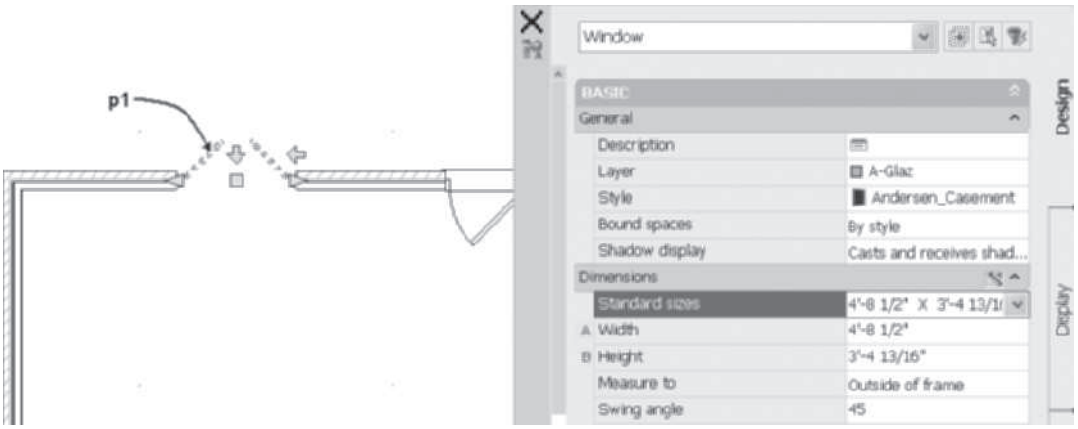

FIGURE 5.71 *Editing existing windows*
22. Select the casement window at **p1** as shown in Figure 5.71. Click in the **Style** field of the **Properties** palette, select **Andersen_Casement**, and select the **4'-8 1/2" × 3'-4 13/16" [1350 × 1050]** standard size.